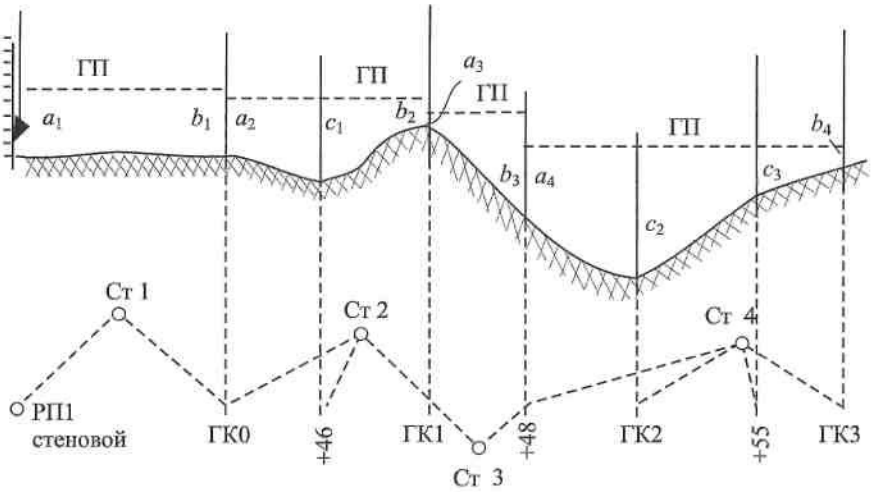

Рис. 8. Схема нивелирования трассы
1. Определить положение связующих и промежуточных точек по трассе (схема нивелирования трассы на рис. 8, значение отсчетов по рей кам в прил. 2).